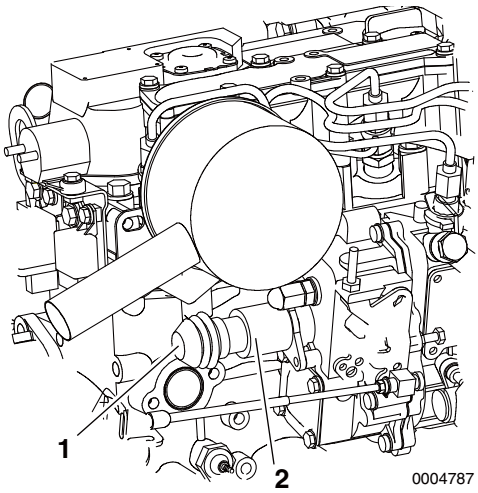

Figur 4
Hvis motoren ikke kan standses af stopkontakten på panelet, skal du standse den ved at trykke på knappen **(Figur 4, (1))** bag på stoppet på magnetventilen **(Figur 4, (2))**.